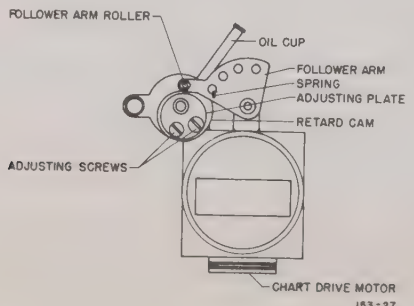

Figure 3. Retard cam and follower arm
(1) Increase spring tension by moving spring arm (Fig. 3) to one of the other spring holes or, if necessary, to outer edge of follower arm.
(2) Correct tension will bring retard cam to rest (after printing) with follower arm roller in bottom of retard cam depression.